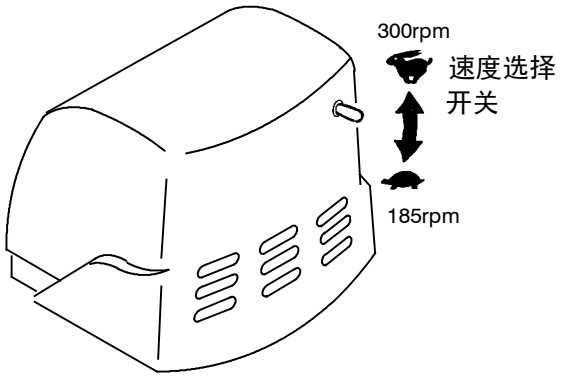

图 3
2. 双速型号：选择合适的马达速度。向下放置速度选择开关（185rpm），用于洗地、除蜡和地毯清洁。向上放置速度选择开关（300rpm），用于抛光清洗（图 3）.